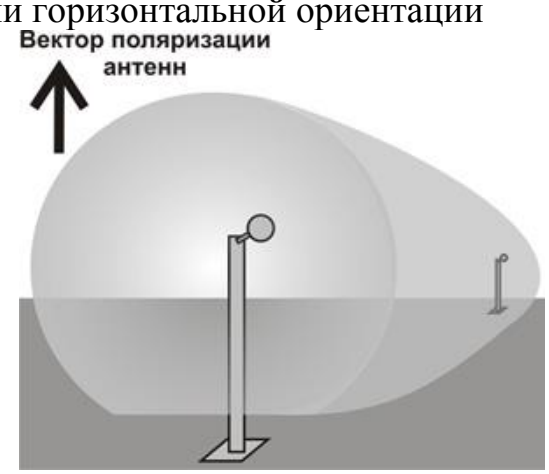

Рис.6.1
6.1.1.1 При наклоне БПРМ и БПРД под углом 45° относительно поверхности земли (рис. 6.1), что соответствует вертикальной или горизонтальной ориентации вектора поляризации антенн (в зависимости от направления поворота), на БПРМ суммируются сигналы как прямые от БПРД, так и отраженные нарушителем. Ввиду того, что «прямые» и отраженные сигналы попадают на БПРМ под углом 0° или 180° к собственному вектору поляризации приемной антенны, образуются зоны Френеля, которые участвуют в сигналообразовании (аналогично всем типичным радиоволновым и радиолучевым извещателям), что приводит к расширению ЗО.